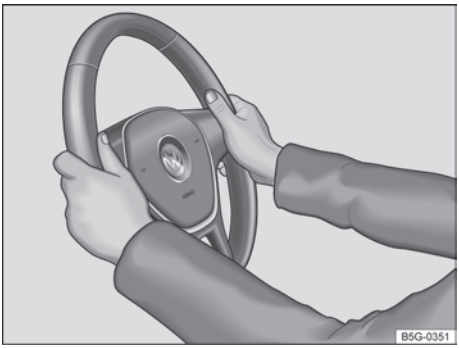

Fig. 65 No volante: posição 9 e 3 horas.
– Ajustar a posição do volante de forma que possa segurá-lo lateralmente pela borda externa *nas posições de 9h e 3h* → Fig. 65 com ambas as mãos e os braços ligeiramente dobrados.
- Empurrar a alavanca ① sempre pelo manípulo com firmeza para cima após o ajuste, para travar a posição do volante.
- Durante a condução, sempre segurar o volante com ambas as mãos lateralmente na borda externa *nas posições de 9h e 3h* → Fig. 65, para reduzir ferimentos causados por um acionamento do airbag frontal do condutor.